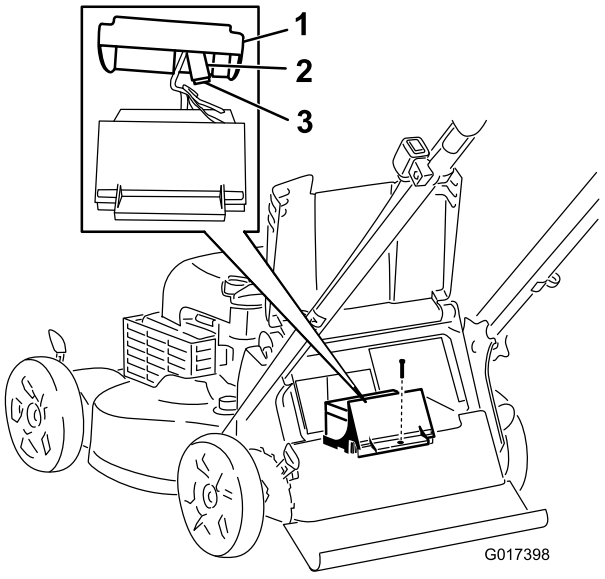

Figur 26
3. Fjern den skrue, der sikrer batterirummet, træk batteriet ud, og find sikringen (Figur 26).
4. Sæt en ny sikring i sikringsholderen (Figur 26).